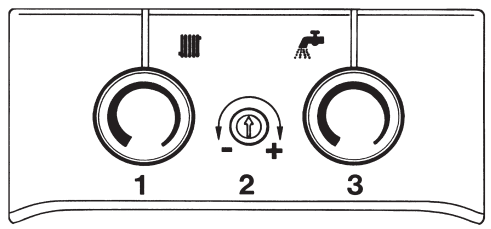

Fig. 17
Check the pilot flame fully envelops 5 - 8 mm of the thermocouple tip. If necessary adjust using regulating screw on gas valve (6 fig. 16/a). Turn the D.H.W. temperature adjuster fully clockwise to maximum (3 fig. 17). Fully open any D.H.W. tap and the burner will light.
- Ensure that the Summer/Winter switch on the facia panel (2 fig. 24/b) is set to the SUMMER position " ✺ " (D.H.W. Only), turn the D.H.W. thermostat (3 fig. 17) to maximum (fully clockwise), and turn on the electrical supply. Fully open any D.H.W. tap and the burner will light.
Ensure that the room thermostat (if fitted) is calling for heat. Turn the C.H. thermostat knob (1 fig. 17) to maximum (fully clockwise) and the burner will light.
– remove the black plastic cover protecting the potentiometer (2 fig. 17);
– set the burner pressure as required using a small screwdriver on potentiometer (2 fig. 17). Rotate the screw anti-clockwise to reduce the burner pressure;
– select Summer position " ☀ " and turn the D.H.W. thermostat (3 fig. 17) to max. ;